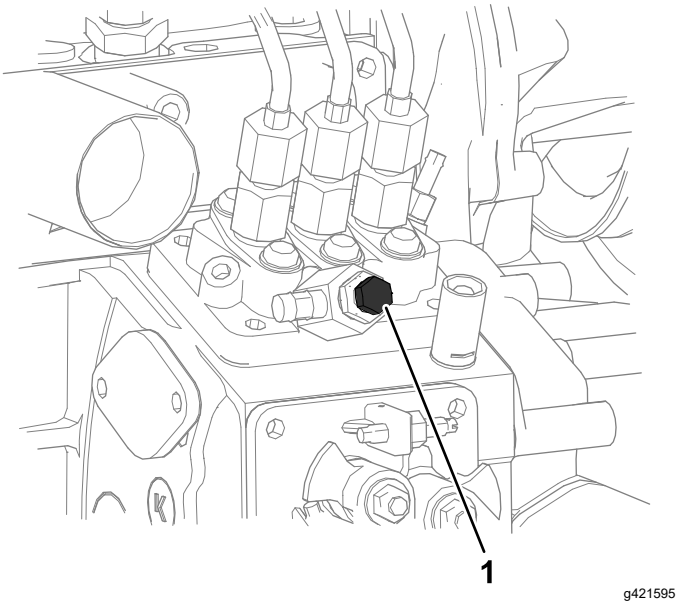

Figuur 90
4. Draai de ontluchtschroef op de brandstofinjectiepomp open (Figuur 90).